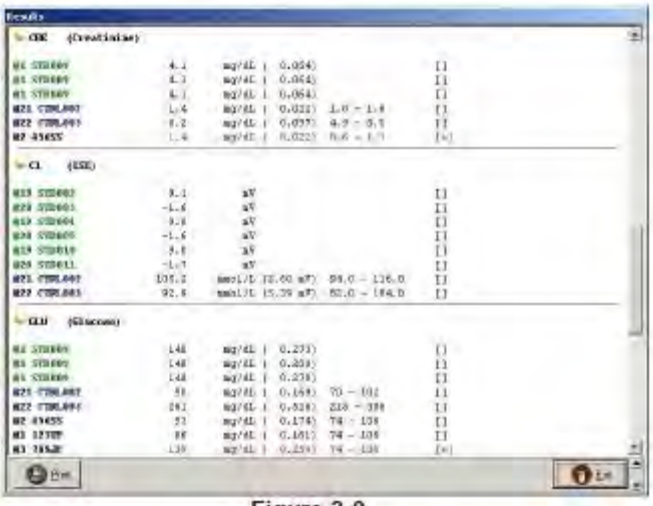

Figure 3-8
Este log exibirá os resultados classificados por teste, sinalizadores de informação (se aplicável) e as informações a seguir (Fig. 3-8):
1) Selecione o botão de comando Imprimir no fundo task bar (Fig. 3-8).